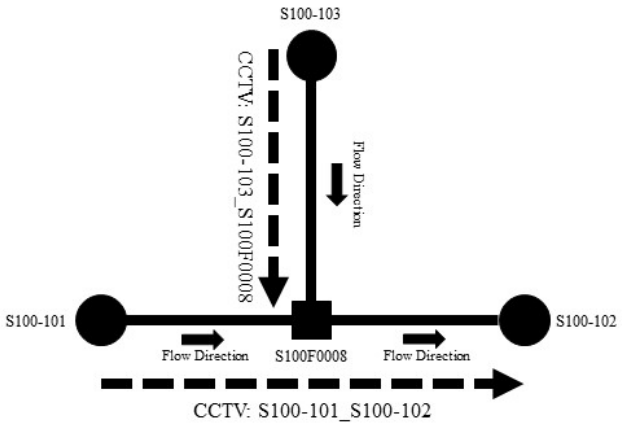

Figure 2.1: Performing Sewer Pipe Inspections
A. Contractor shall perform sewer pipe inspections from access point to access point unless a pipe converges into another pipe alignment at a fitting; then the inspection shall be performed from access point to fitting as shown in figure 2.1.